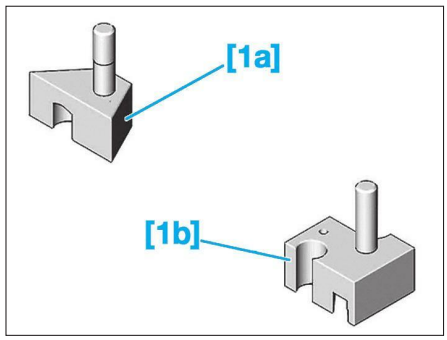

Fig. 34
- [1a] et [1b] Cales de positionnement canalisation haute pression d'injecteurs (réf. 0194-V1 et 0194-V2) **(Fig.34)**.
- [1a] et [1b] Cale de positionnement canalisation haute pression d'injecteurs (réf. 0194-V1 et 0194-V2) **(Fig.34)**.